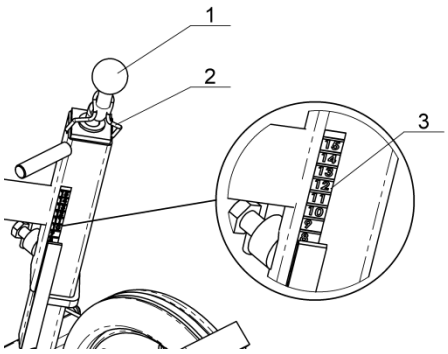

Rys.9. Pokrętło regulacji głębokości siewu.
- poluzować śruby dociskające tarczę od przodu i od tyłu (1.rys.9).
- -przesunąć do tyłu tylny zacisk i odjąć pokrywę (2),